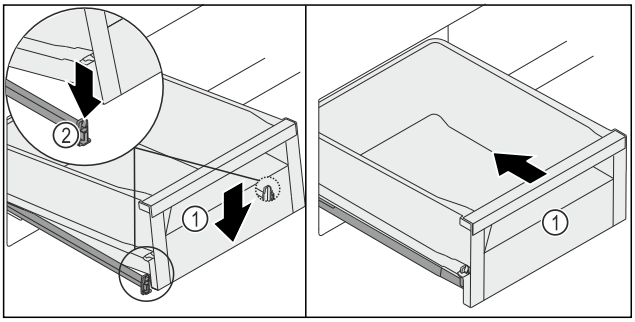

*Fig. 125*
▶ Baje el cajón *Fig. 125 (1)* por la parte delantera para que este se deslice en la pinza *Fig. 125 (2)* a la izquierda y a la derecha.
▷ El cajón *Fig. 125 (1)* encaja de forma audible.
▶ Introduzca el cajón *Fig. 125 (1)*.